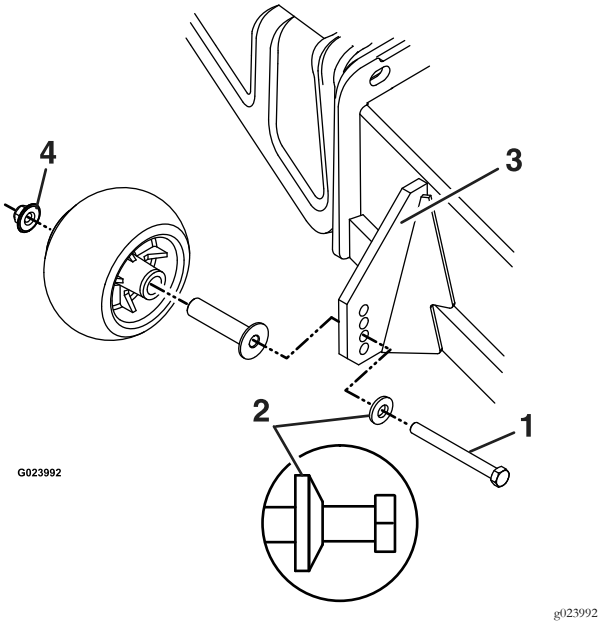

Figure 24
A. Be sure the roller bolts are installed with the spring disc washer between the head of the bolt and the mounting bracket (see Figure 24).